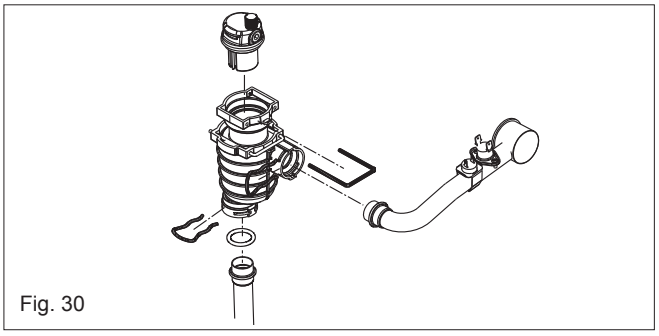

Fig. 30
6.7 LOWER AUTOMATIC AIR RELEASE VALVE (fig. 30)
6.7.1 TOP AUTOMATIC AIR RELEASE VALVE (fig. 30)